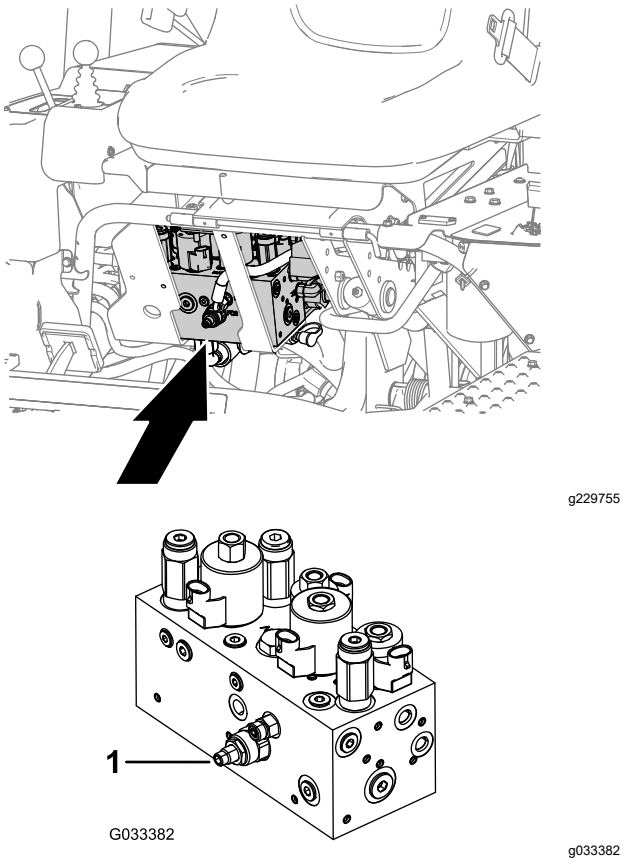

Figura 52
El circuito de elevación/bajada de la unidad de corte está equipado con una válvula de control de flujo (Figura 52). Esta válvula viene ajustada de fábrica con una abertura de aproximadamente 3 vueltas, pero es posible que sea necesario ajustarla para compensar diferencias en la temperatura del fluido hidráulico, la velocidad de siega, etc.
1. Localice la válvula de control de flujo, debajo del asiento (Figura 52).